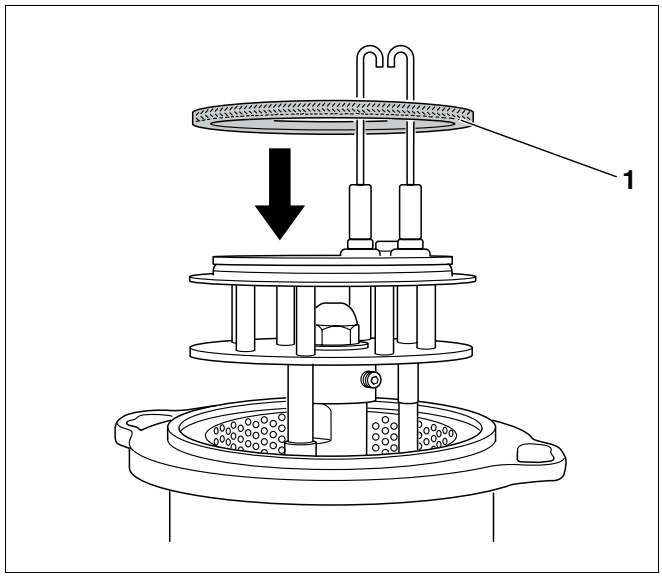

Fig. 54 Per i bruciatori tipo 55 - 70 utilizzare una guarnizione
- Per i bruciatori 55 - 70 la guarnizione (fig. 54, **pos. 1**) viene innanzitutto applicata al sistema di miscelazione.